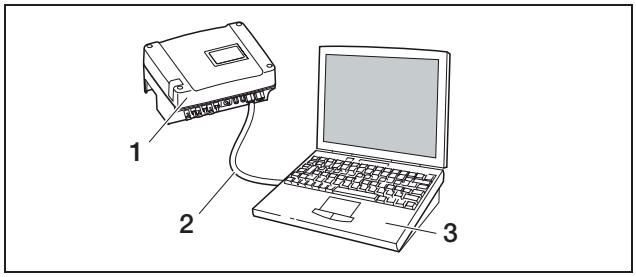

Abbildung 42: *Wechselrichter und Computer mit Ethernet-Kabel verbinden*
a) direkt über ein Ethernet-Kabel (siehe Abbildung 42) oder